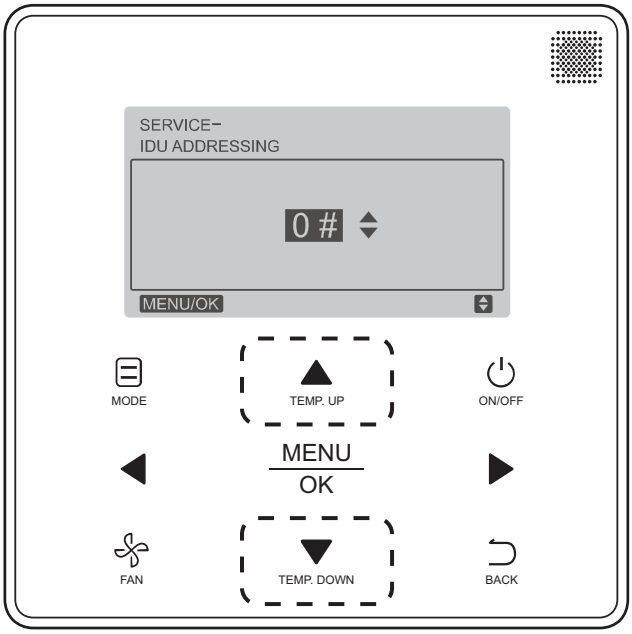

Fig. 48 —Programmable Controller (40VM900003) Setting IDU Address
3. Press **TEMP. UP** or **TEMP. DOWN** to choose the address you want to set. See Fig. 48. Press **MENU/OK** to send this address to the IDU.